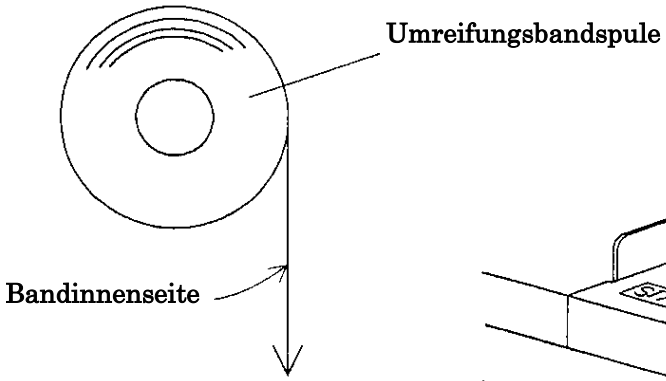

ABB. 5
4. Das lose Umreifungsbandende durch die freie Gleitrolle ⑥ führen und es um 90° drehen, sodass die Bandinnenseite nach unten zeigt (Abb. 5). Anschließend das Band durch die freie Rolle ⑦ und etwa 15–20 cm weit in die eckige Öffnung ⑧ an der Seite einführen.